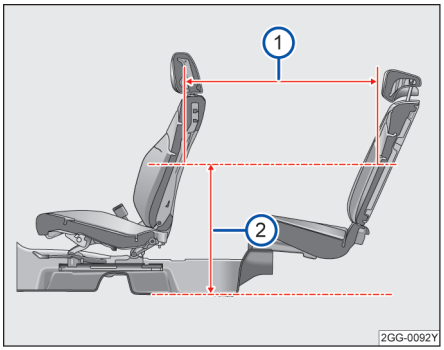

图 77 座间距
当前排座椅前后位置：座椅最后往前滑动127mm，靠背角为（19.06°），高度处于设计位置；后排座椅位于设计位置时，在距离地板位置620mm 处→ 图 77②，座间距为 901mm →图 77①。 ◁